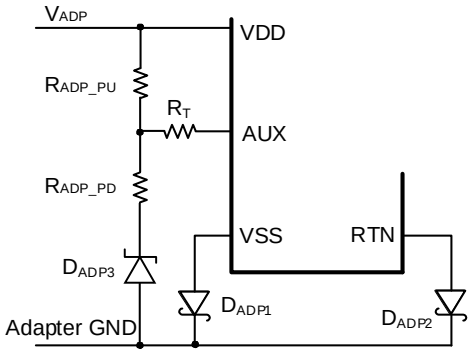

Figure 9: Wall Adapter Detection Circuit
For the best wall adapter power detection while an auxiliary power source powers the device, the resistor divider (R_{ADP_PU} + R_{ADP_PD}) and the diode (D_{ADP3}) should be selected according to Equation (1) on page 21 (see Figure 9).